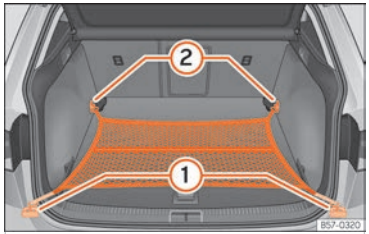

Fig. 177 In the boot: net bag hooked up at floor level.
- Secure the net hooks to the fastening rings ››› Fig. 177 ① and ② ››› ⚠. The bag zip should be facing upwards.